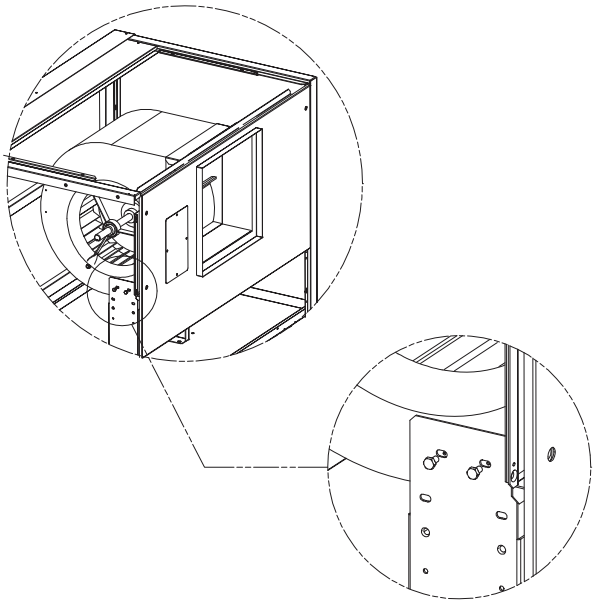

Fig. 14 — Bolt Blower Assembly to Load Brackets
11. Use four 1/4 in. (6 mm) 20 UNC bolts (2 bolts on each side) to bolt blower assembly to blower bottom load brackets. Reattach belt and tighten. See Fig. 14.